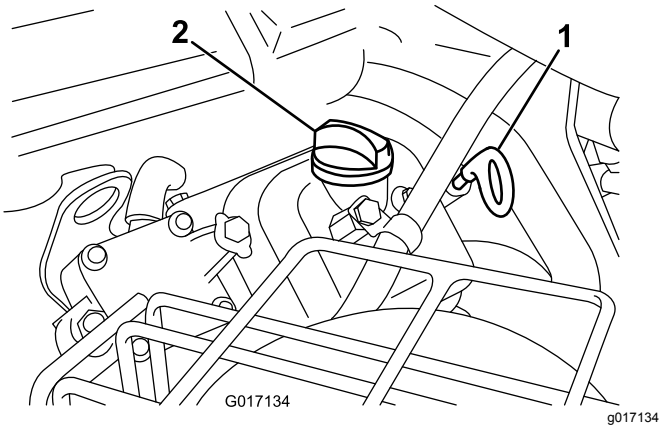

**Figur 20**
2. Dra ut oljestickan och torka av den med en ren trasa. Sätt ner oljestickan i röret och se till att den sitter fast ordentligt (Figur 20).